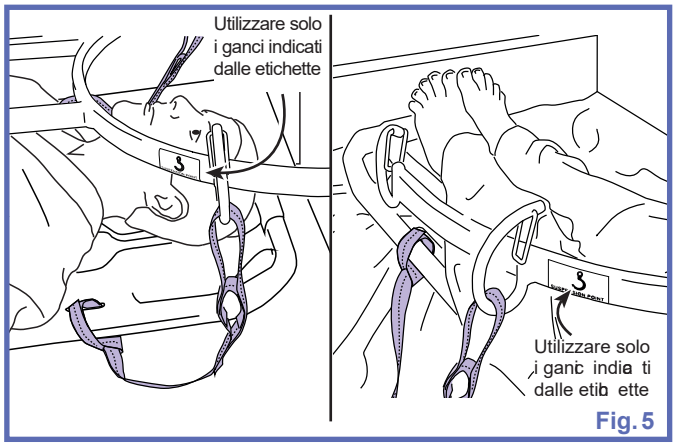

Fig. 5
5) Fissare tutte le cinghie al telaio per barella. Scegliere l'anello da usare (lungo o corto) presso la sezione testa e la sezione piedi in base alla conformazione del paziente. Nella maggior parte dei casi possono essere usati dovunque gli anelli lunghi. Vedere Fig. 5.
AVVERTENZA: utilizzare solo i ganci identificati dalle etichette "Punto di sospensione" (vedere Fig. 5) sul telaio per barella per attaccare la barella *Ferno Scoop EXL Stretcher* al telaio. La mancata osservanza di queste istruzioni può provocare la caduta del paziente e causare infortuni.